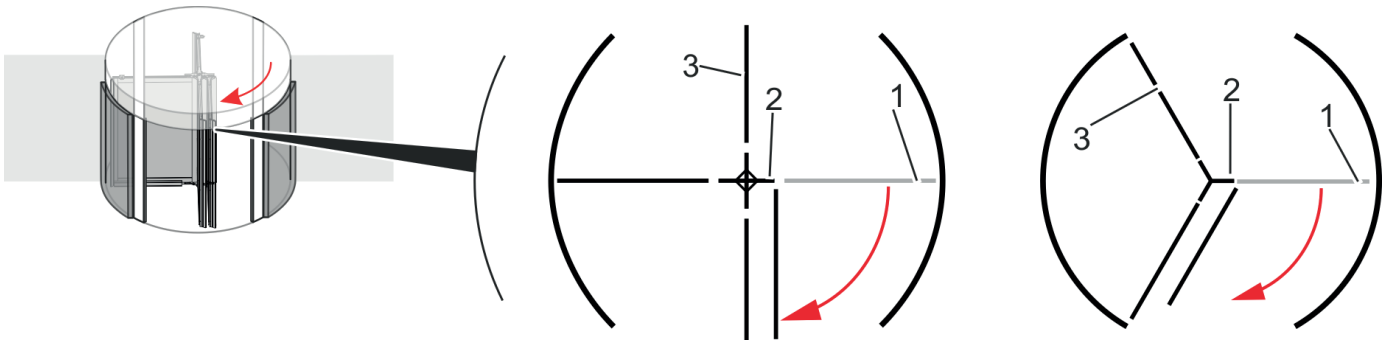

Abb. 11 **Débloquer les vantaux (4 et 3 vantaux)**
Aligner avec précaution le vantail à la main, comme indiqué dans la Abb. 11.
3. Desserrer le dispositif d'arrêt du vantail rabattable (Abb. 11/1), puis insérer la clé à six pans creux dans le bouton au niveau de la butée supérieure et inférieure (Abb. 11/2) et tourner le bouton sur le côté.
Maintenir le vantail rabattable dans l'entrée (Abb. 11/3) avec 1 personne.
5. Déplacer le vantail (Abb. 11/1) en direction de la flèche, comme indiqué dans la Abb. 11.